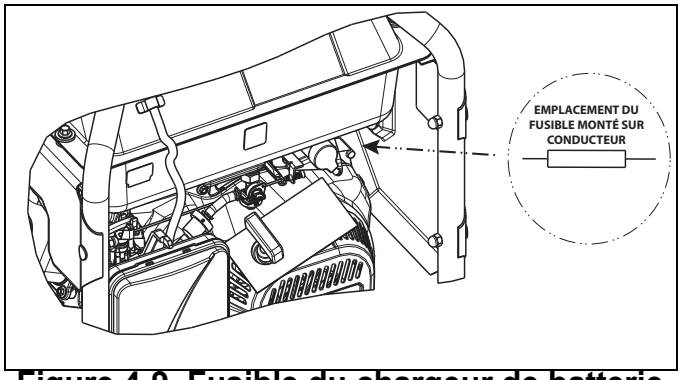

Figure 4-9. Fusible du chargeur de batterie
1. Le fusible du chargeur de batterie se trouve derrière le tableau de commande, comme le montre la figure 4-9. Il est maintenu en place à l'aide d'un collier de serrage caoutchouté.